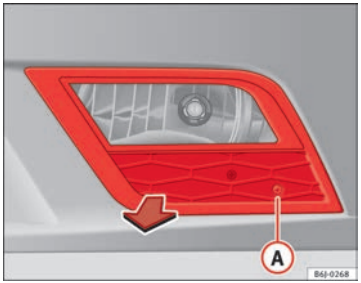

Fig. 161 Front fog light
– Remove the bolt ⇒ Fig. 161 (A) from the fog light grille with a screwdriver.